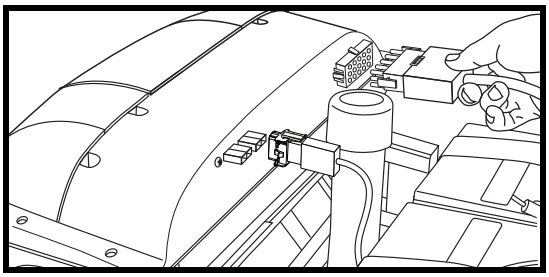

Figure 19. Disconnecting The Front-To-Rear-Harness
6. Unplug the front-to-rear harness from its mating plug. **See figure 19.**